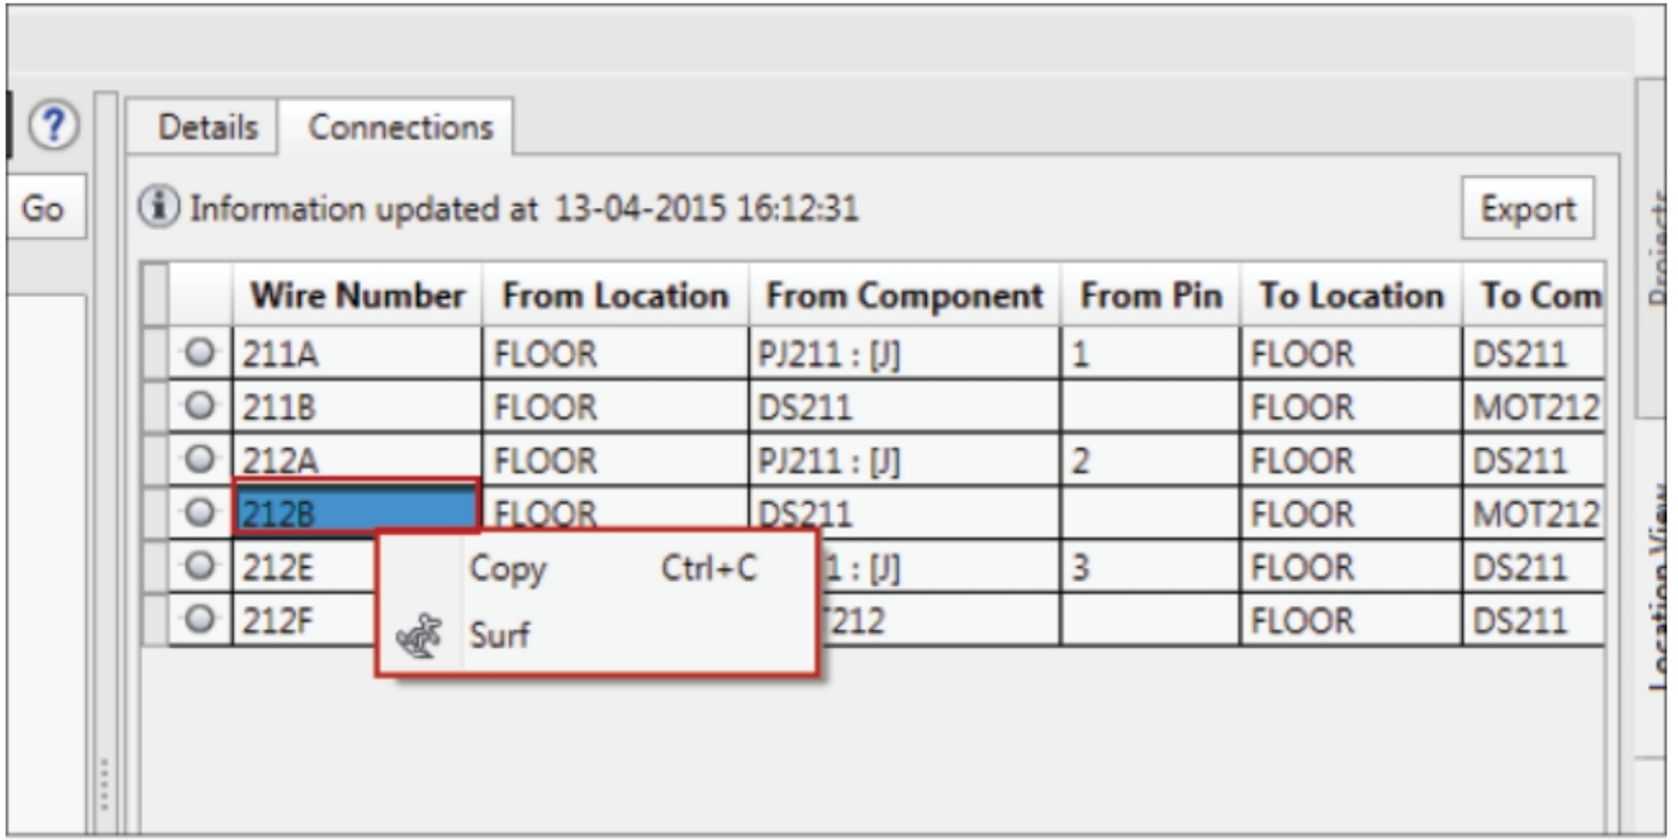

Figure-51. Shortcut menu for component
- If you want to check the component in the drawing then right-click on any field in the **Connections** tab for desired component. A shortcut menu will be displayed; refer to Figure-51.